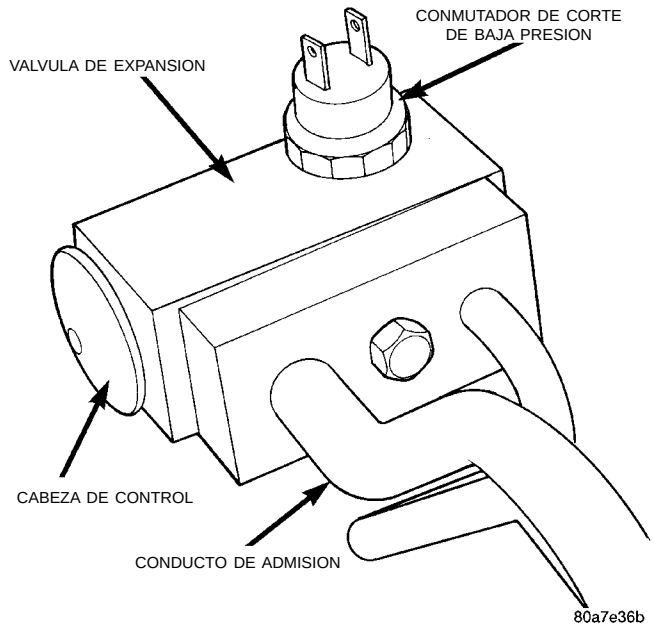

Fig. 13 Conmutador de corte de baja presión
(1) Conecte a un puesto de carga o indicador múltiple a los orificios de servicio del sistema de refrigeración.
(2) Desconecte el conector de cables en el conmutador de corte de baja presión (Fig. 13). Utilizando un cable de puente, haga puente entre terminales dentro de la cubierta del conector de cables.
(3) Cierre todas las puertas, ventanillas y respiraderos del compartimiento de pasajeros.
(4) En el control de calefactor y A/A seleccione A/A, máximo calor, suelo, RECIRC. y aventador alto.
(5) Ponga en marcha el motor y mantenga la velocidad de ralentí (1.000 rpm). Una vez que el motor haya alcanzado la temperatura de marcha, deje que se caldee el compartimiento de pasajeros. Esto hará necesario el máximo flujo de refrigerante al evaporador.
(6) Si la carga de refrigerante es suficiente, el indicador de descarga (alta presión) debería indicar entre 965 y 2.620 Kpa (140 a 380 psi). El indicador de admisión (baja presión) deberá indicar entre 103 y 2417 kPa (15 y 35 psi). Si el sistema no puede conseguir indicaciones correctas de presión, reemplace la válvula de expansión. Si la presión es correcta, continúe con la prueba.
(7) Si la presión baja del extremo de admisión se encuentra dentro de los límites especificados, congele el cabezal de control de la válvula de expansión (Fig. 13) durante 30 segundos. Utilice una substancia extremadamente fría (CO2 líquido). **No rocíe la válvula de expansión con refrigerante en esta prueba.** La presión baja del extremo de admisión debería descender a 34,5 kPa (5 psi). De no ser así, reemplace la válvula de expansión.
(8) Permita que la válvula de expansión se descongele. La indicación del indicador de baja presión deberá estar estabilizada entre 103 y 241 kPa (15 y 35 psi). De no ser así, reemplace la válvula de expansión.
(9) Cuando se haya completado la prueba de la válvula de expansión, pruebe el rendimiento general del A/A. Consulte la Prueba de rendimiento del calefactor y A/A en esta sección. Retire todos los equipos de prueba antes de devolver el vehículo a circulación.